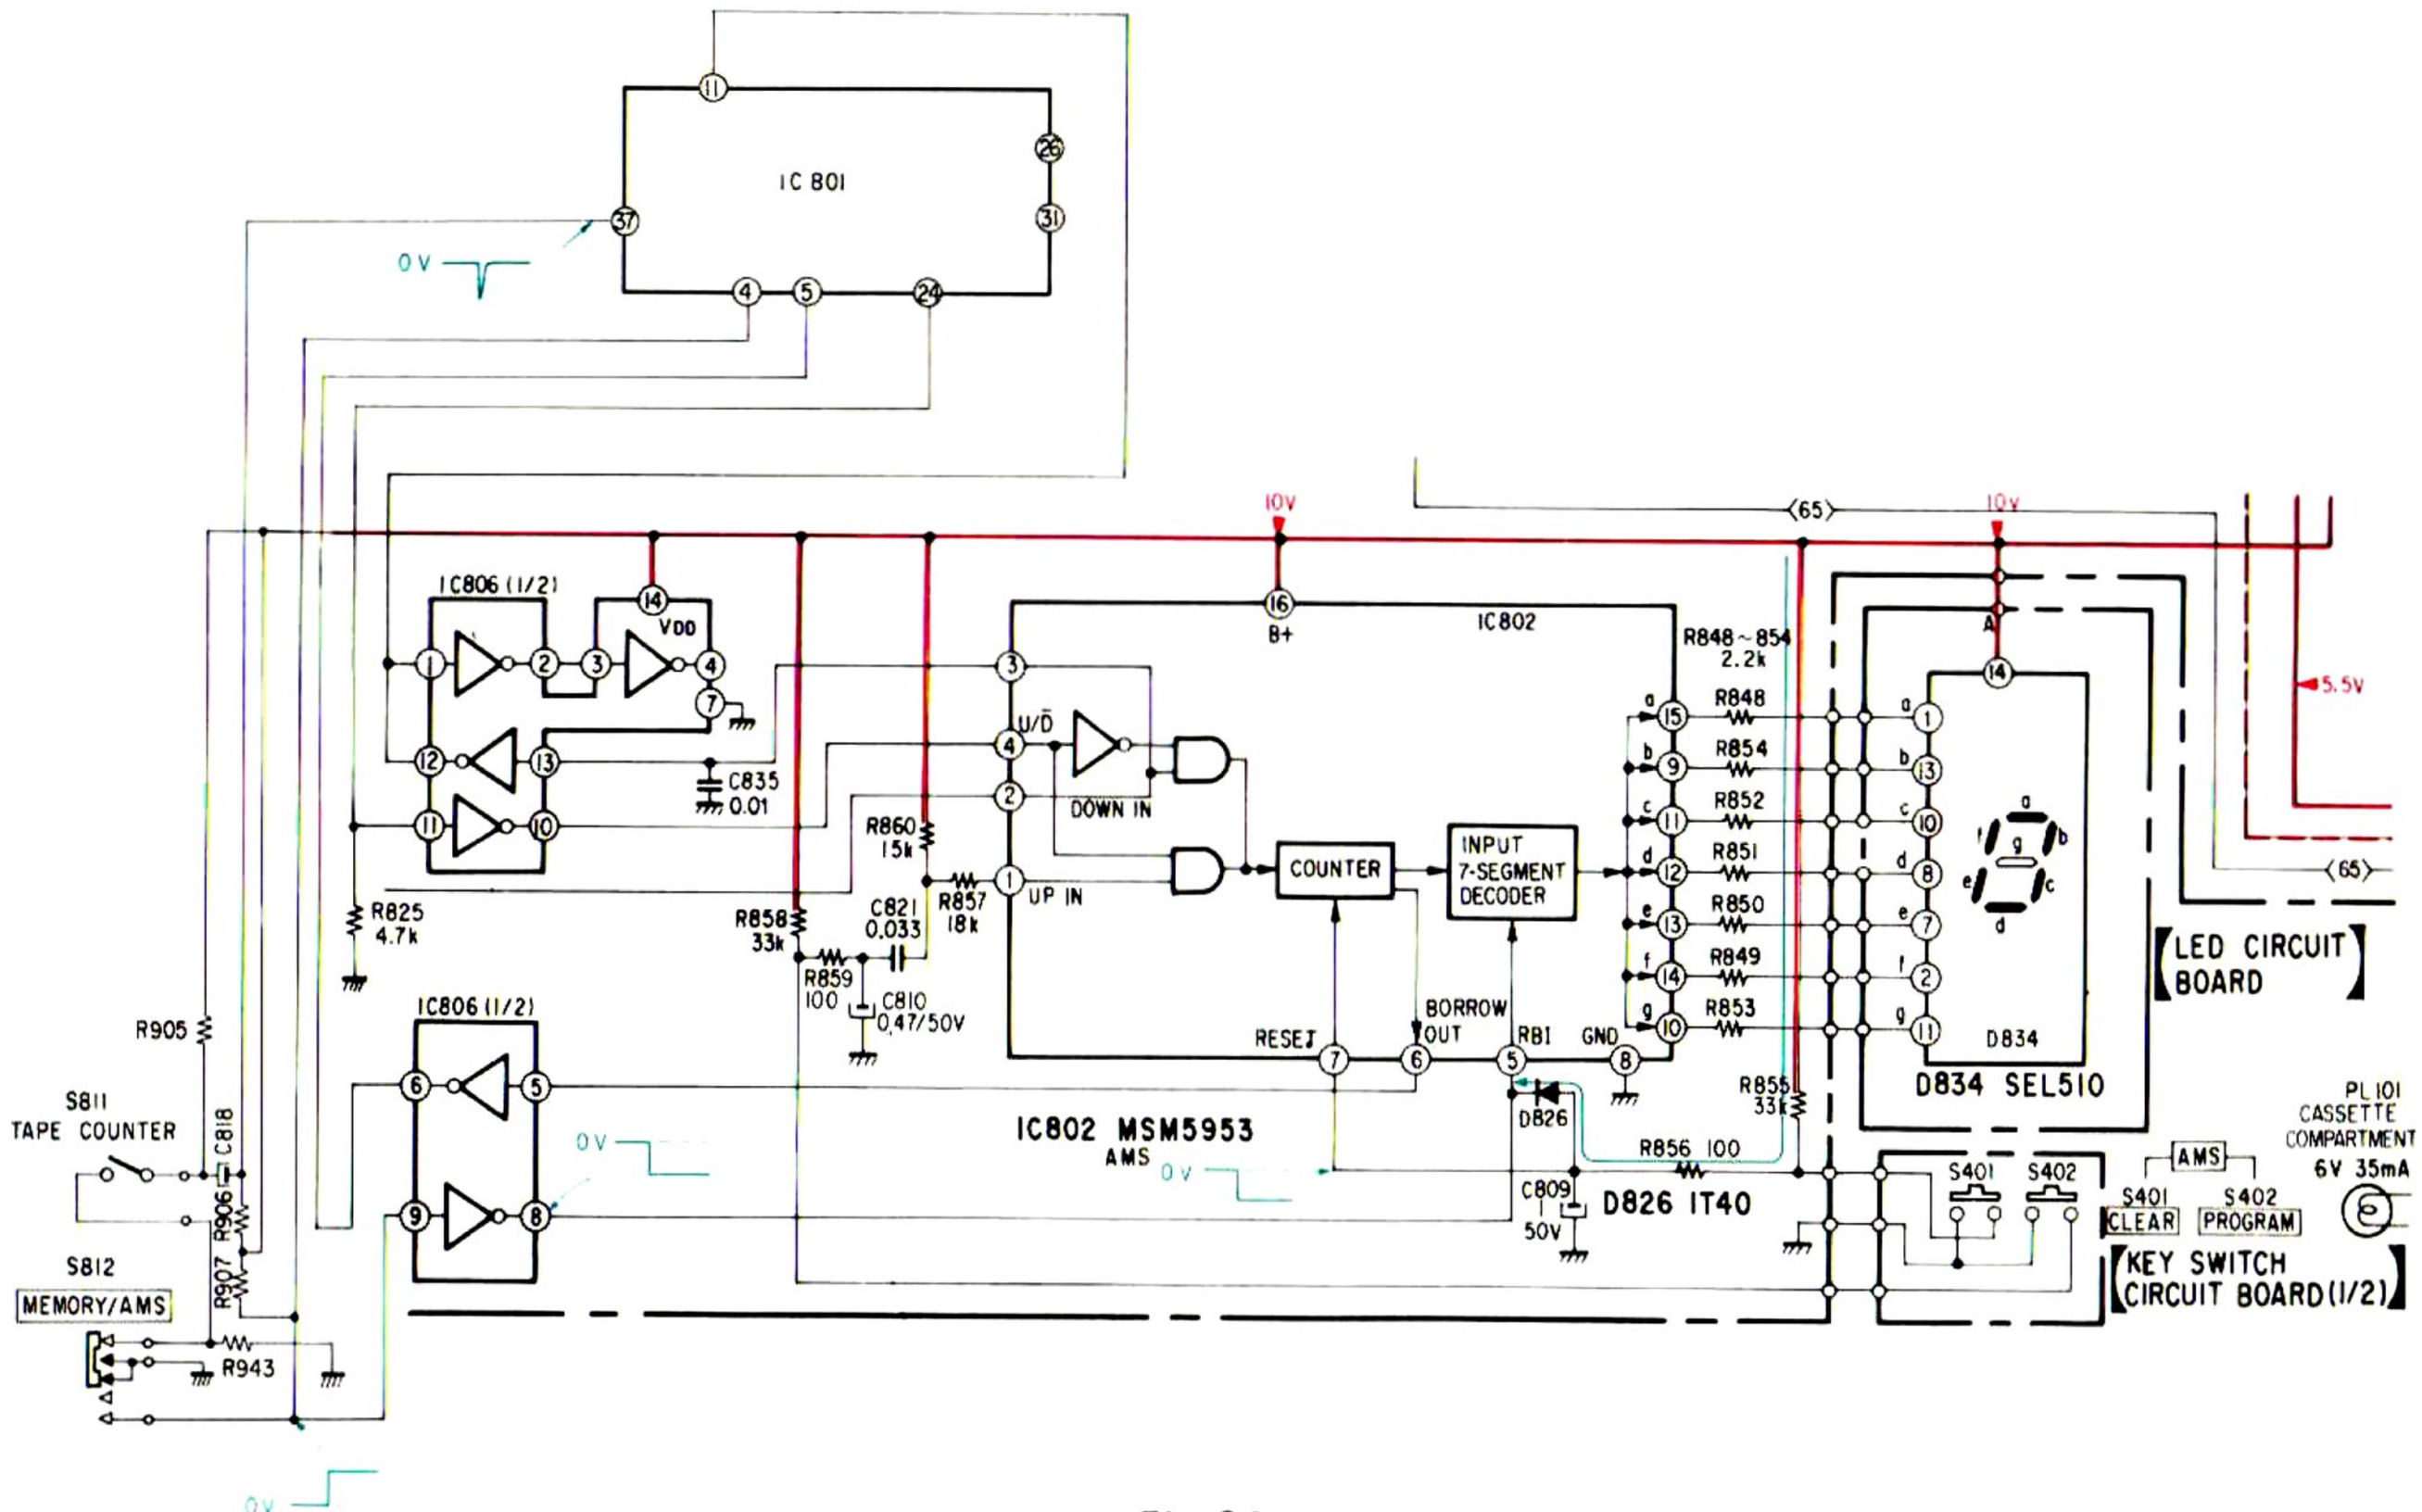

*Fig. 26*
**2. When MEMORY/AMS switch (S812) is placed at MEMORY (See Fig. 26)**